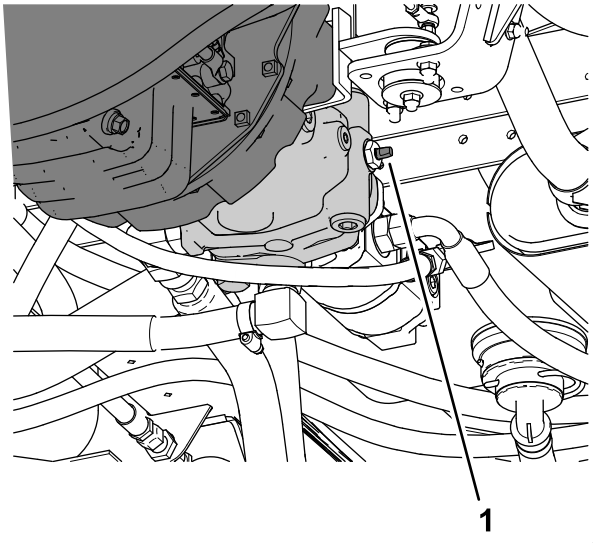

Figura 60
3. Gire la válvula de remolcado (Figura 60) 90º en cualquier sentido para abrirla.